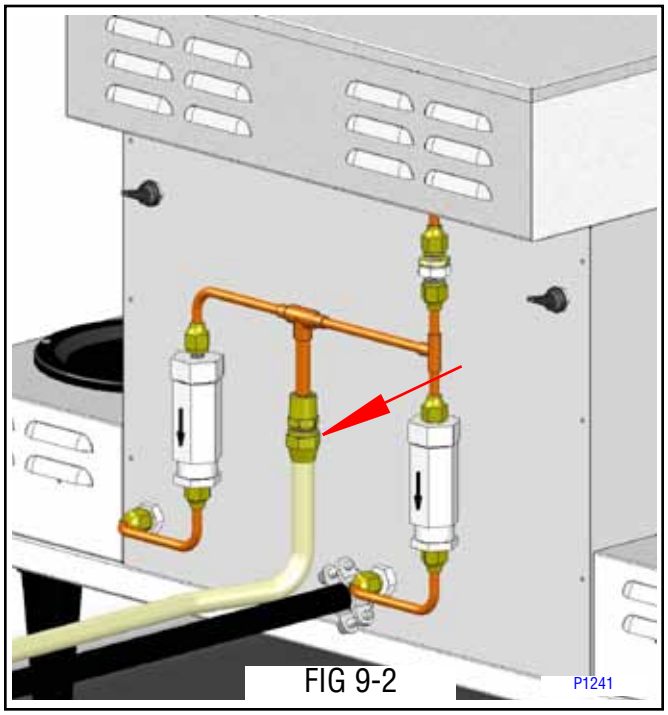

FIG 9-2
3. Flush the water line and securely attach it to the flare fitting on the center tube assembly. FIG 9-2